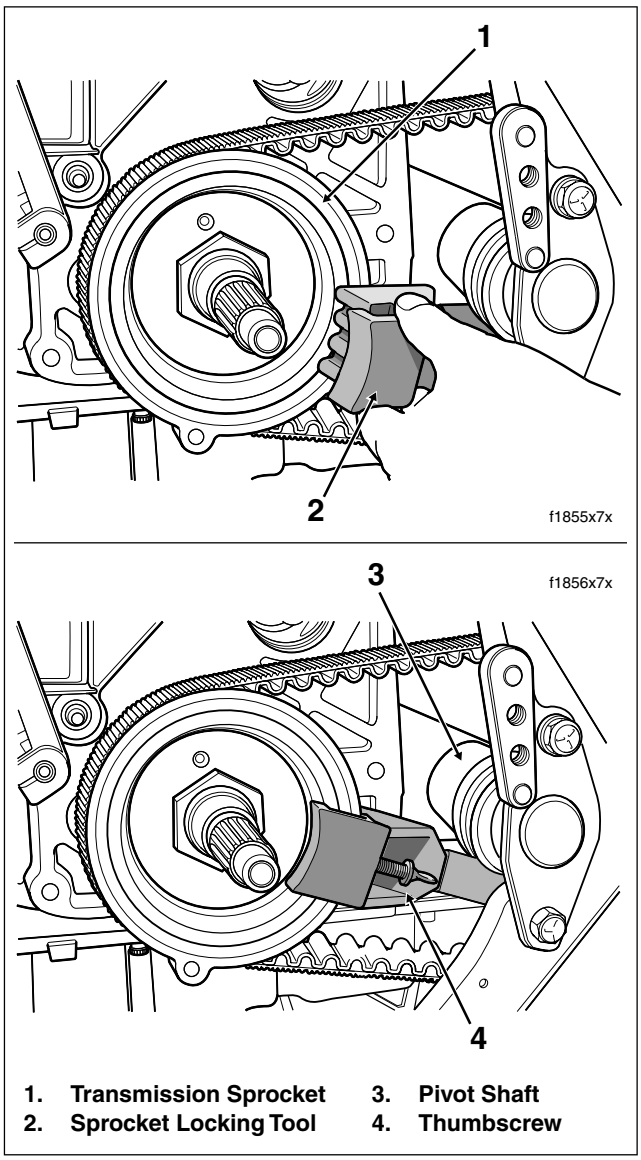

Figure 6-11. Install Final Drive Sprocket Locking Tool
a. Insert handle of tool below pivot shaft inboard of bottom frame tube and attach to sprocket. See upper frame of Figure 6-11.
b. Snug thumbscrew to lock position of tool on sprocket. See lower frame of Figure 6-11.